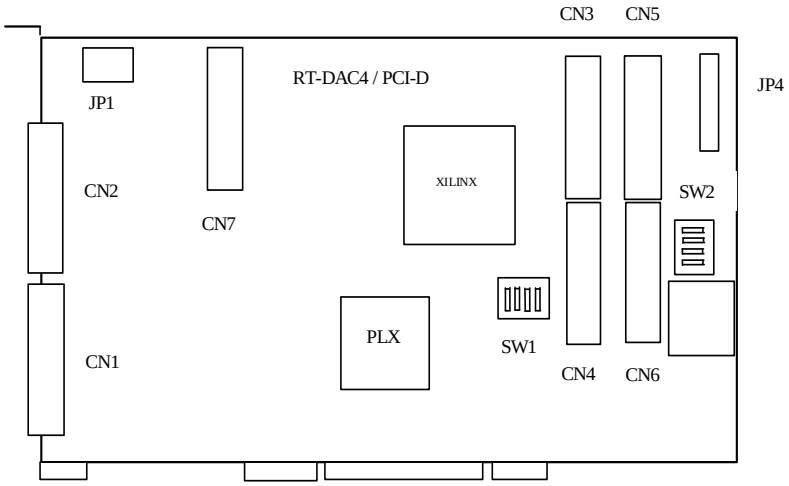

Fig. 4.1. RT-DAC/PCI-D board and location of CN1 connector
- Connect 20-way ribbon cable to CN1 connector of the board (see Fig.4.1),